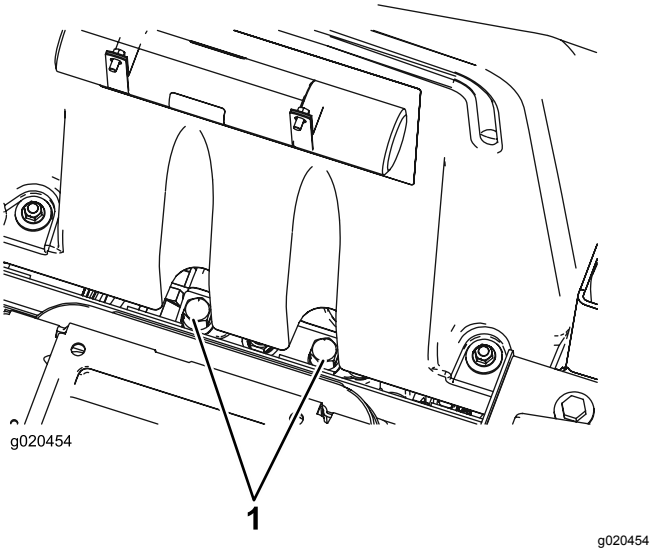

Figuur 54
1. Kantel de stoel en zoek de omloopkleppen; deze bevinden zich onder de voorzijde van de brandstoftank (Figuur 54).